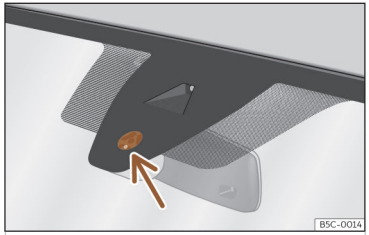

Abb. 106 Sensitive Fläche des Regensensors.
Mögliche Ursachen für Störungen und Fehlinterpretationen *im Bereich der sensitiven Fläche* **›››** **(Abb. 106)** des Regensensors sind u.a.:
- **Schmutz**: Trockener Staub, Wachs, Scheibenbeschichtungen (Lotuseffekt) oder Waschmittelrückstände (Waschstraße) können den Regensensor tendenziell unempfindlicher machen oder später, langsamer oder gar nicht mehr reagieren lassen. Die Sensorfläche des Regensensors ››› **(Abb. 106)** (Pfeil) regelmäßig reinigen und die Scheibenwischerblätter auf Beschädigungen prüfen.